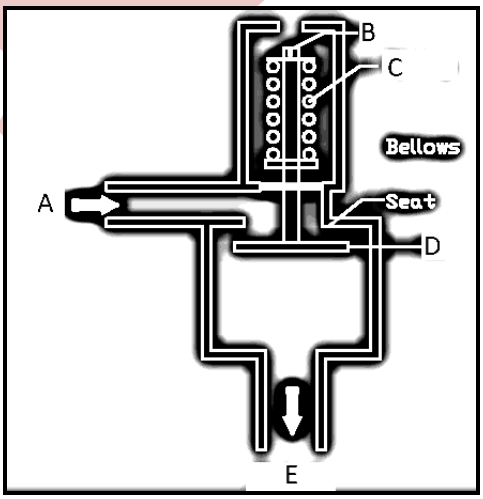

FIGUUR 4: Krukkasdrukkingreëlaar
5.3 Verwys na FIGUUR 4, die krukkasdrukkingreëlaar (CPR) en beantwoord die volgende vrae.
5.3.2 Figuur 4 hier onder is 'n skematiese voorstelling van 'n krukkas-drukkingreëlaar (CPR). Benoem die dele deur die antwoord langs die letter (A–E) in die ANTWOORDBOEK te skryf. (5)